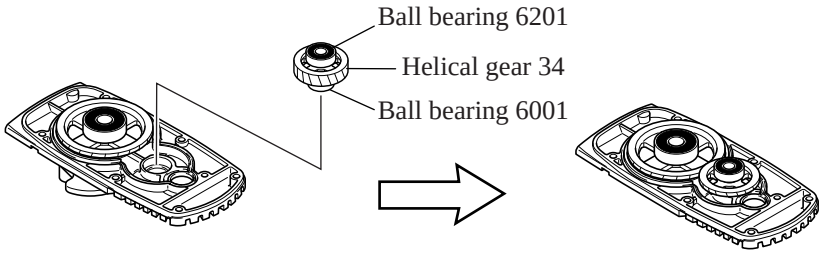

Fig. 32.
(6) Assemble helical gear 34 to which ball bearings 6001 and 6201 have been previously mounted, to gear housing. See Fig. 32.